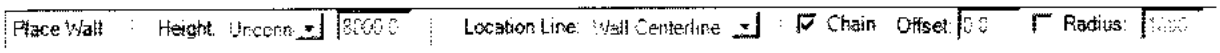

Рис. 15.2. *Строка параметров при построении стен*
3. В строке параметров (рис. 15.2) установить: